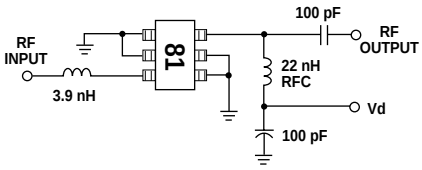
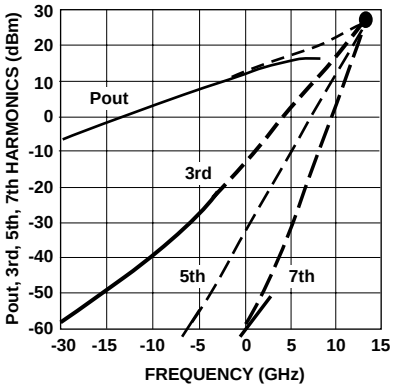

Figure 10. Test Circuit.
Figure 19. Intermodulation Products vs. Input Power. (V_d = 3.0V)
1. Guaranteed specifications are 100% tested in the circuit in Figure 10 in the Applications Information section.
The circuit shown in Figure 10 is used for 100% RF testing of Noise Figure and Gain. The 3.9 nH inductor at the input fix-tunes the circuit to 2 GHz. The only purpose of the RFC at the output is to apply DC bias to the device under test. Tests in this circuit are used to guarantee the NF_{test} and G_{test} parameters shown in the table of Electrical Specifications.
Like other active devices, the intermodulation products of the MGA-81563 increase as the device is driven further into nonlinear operation. The 3rd, 5th, and 7th order intermodulation products of the MGA-81563 are shown in Figure 19 along with the fundamental response. This data was measured in the test circuit in Figure 10.